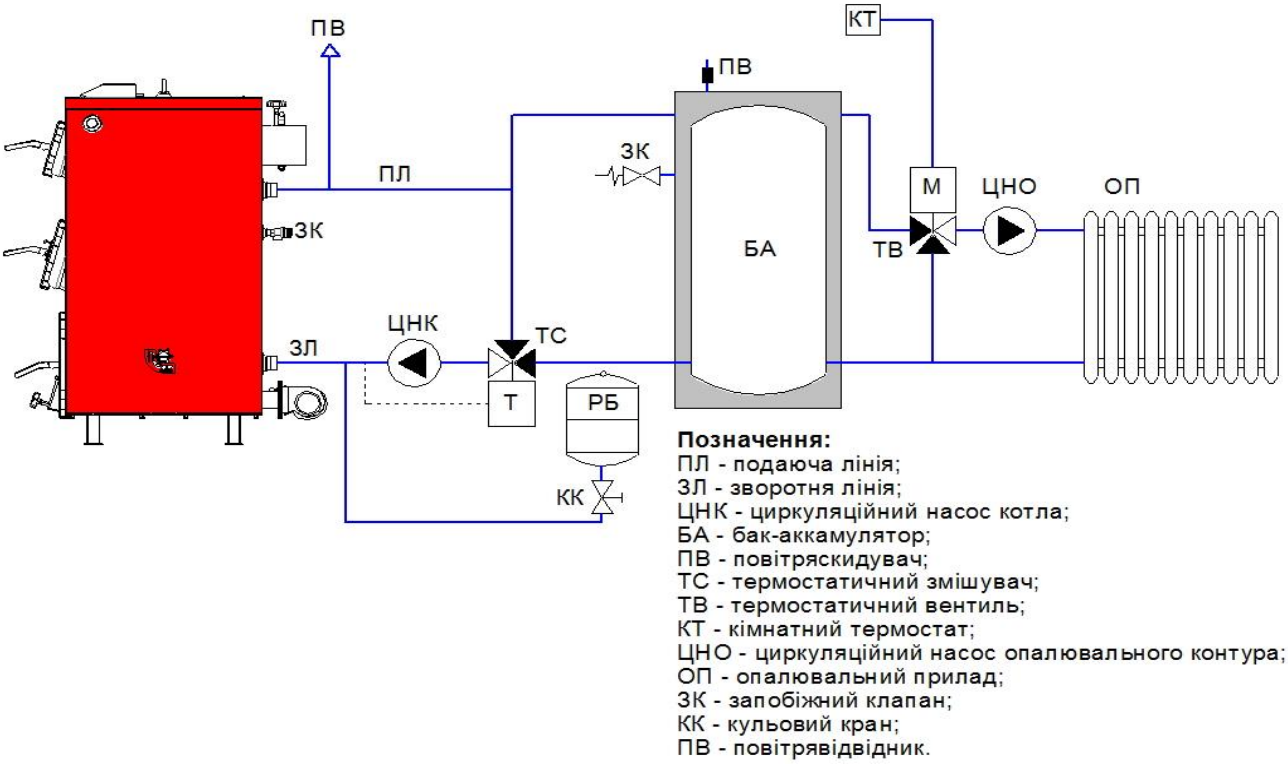
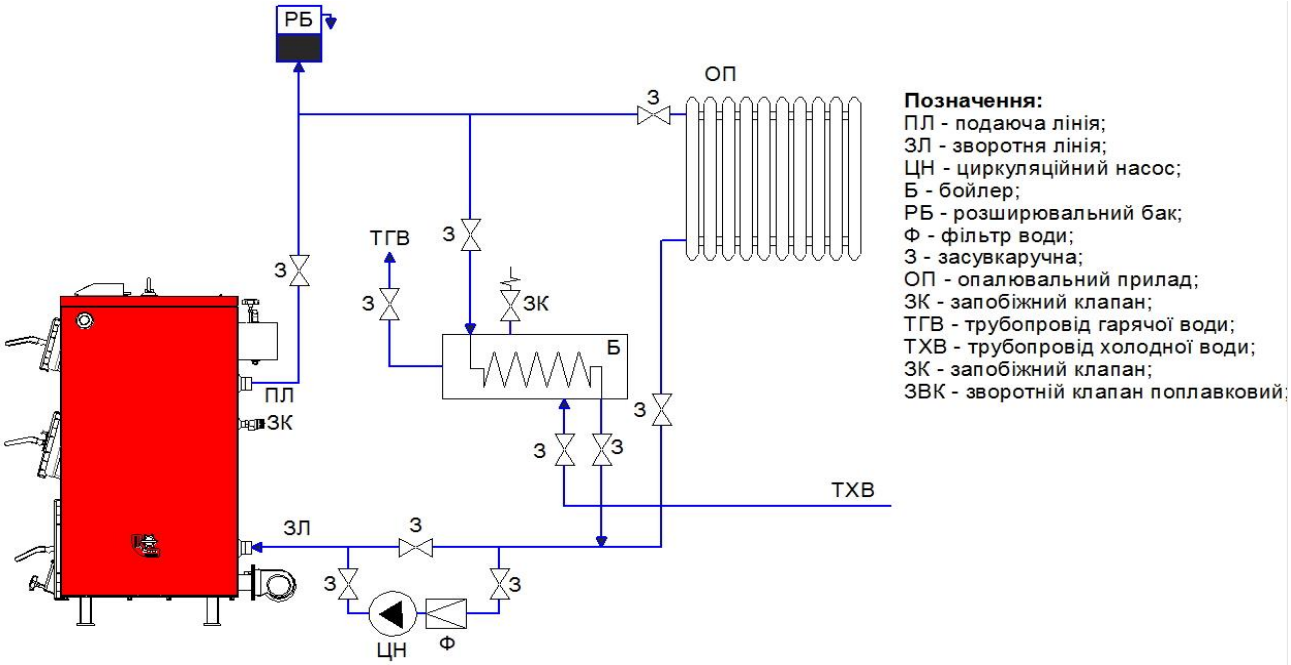

Рис.6 Схема обв'язки котла з баком акумулятором (рекомендована)
Рис.7 Схема обв'язки котла з бойлером (рекомендована)
8.3.4 Типові схеми обв'язки котла наведені на Рис.6, Рис.7